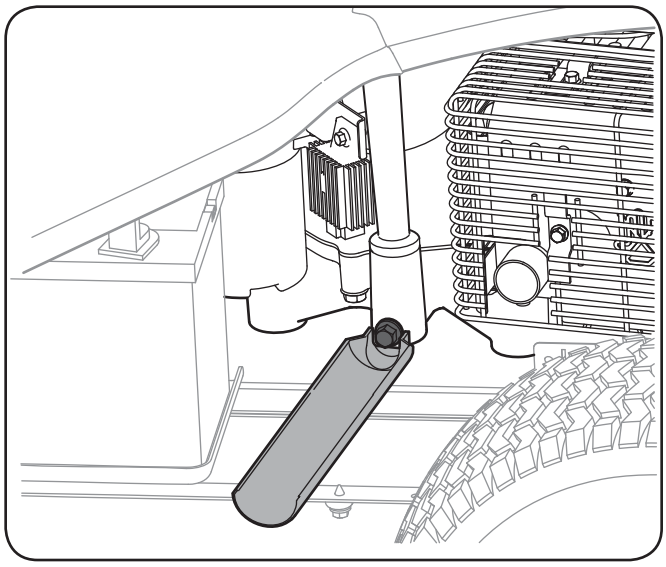

Figure 6-1
4. Placez la petite partie du manchon de vidange de l'huile sur le bouchon de vidange. Voir la Fig. 6-1.